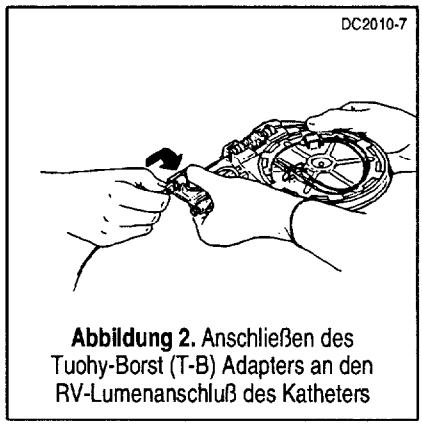

Abbildung 2. Anschließen des Tuohy-Borst (T-B) Adapters an den RV-Lumenanschluß des Katheters
3. Entfernen Sie den RV-Anschluß des Katheters vom Druckwandler, und ziehen Sie den Schutzschlauch vom Tuohy-Borst (T-B) Adapter ab. Verbinden Sie den T-B-Adapter mit dem RV-Lumenanschluß (Abb. 2). **Achten Sie darauf, daß dabei die Sondenspitze nicht verletzt wird.**